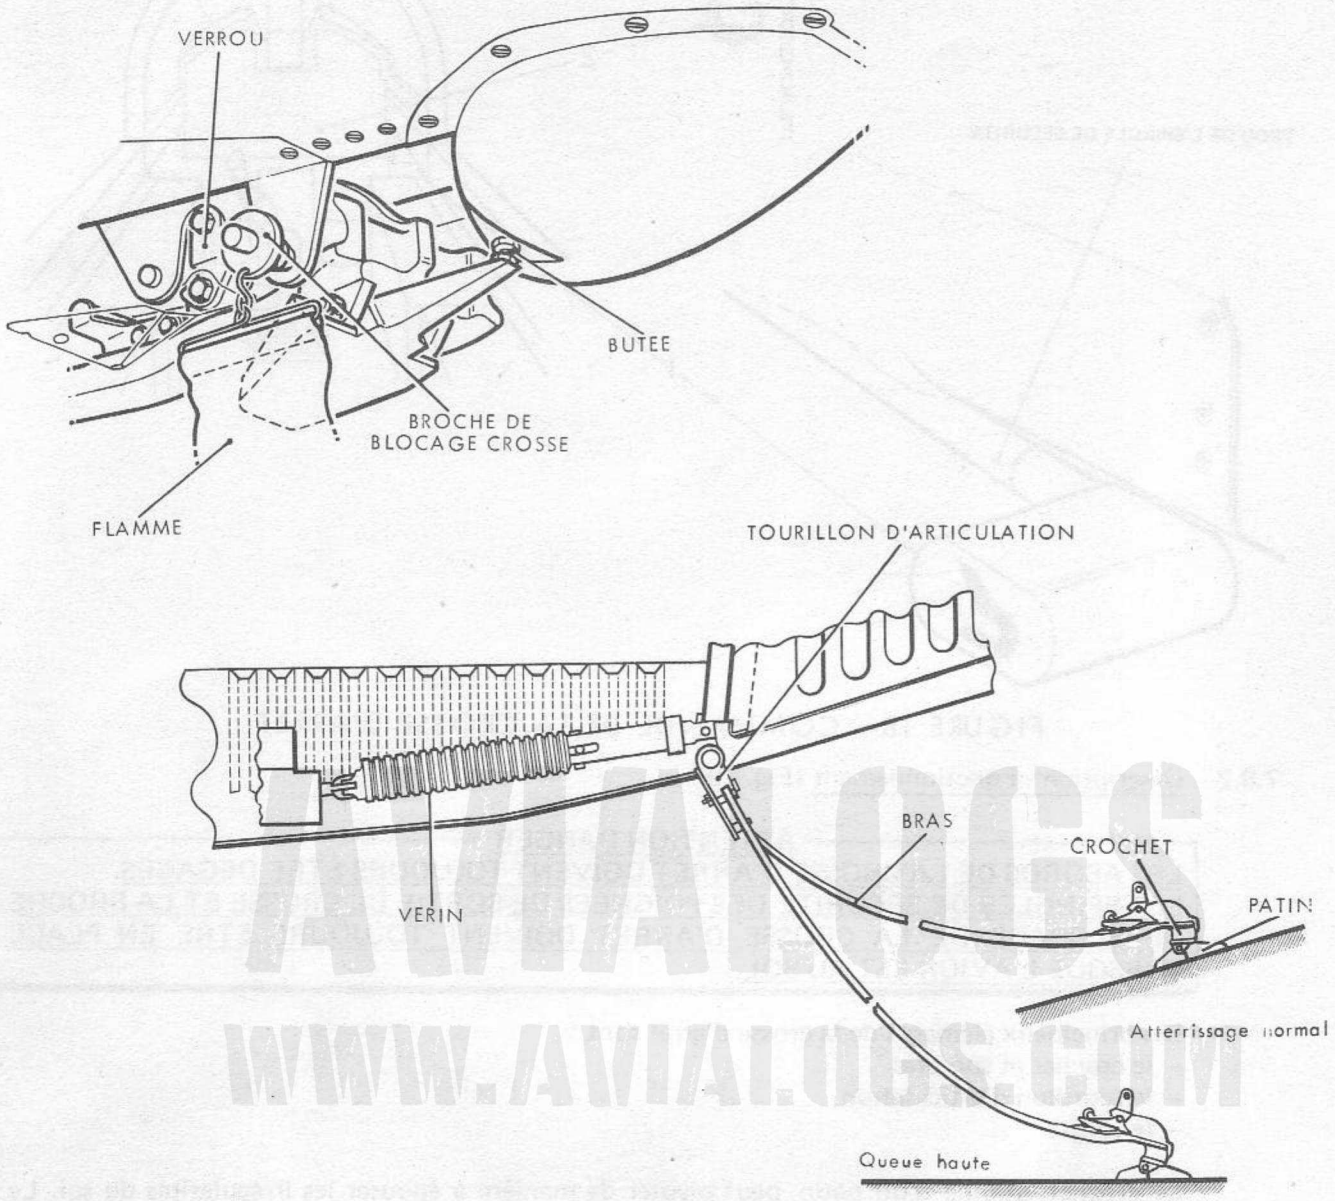

FIGURE 19 - CROSSE D'ARRET
7.8.2 - Description - Fonctionnement (Fig. 19)